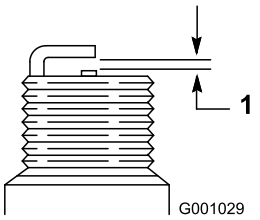

Figur 57
7. Indstil mellemrummet mellem elektroderne på et nyt tændrør til 0,76 mm (Figur 57).